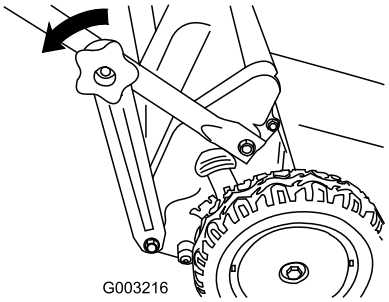

**Figuur 40**
1. Verwijder de knoppen van de onderste handgreep (Figuur 40).
2. Maak de beugels van de onderste handgreep los van het onderste uiteinde van beide zijkanten van de handgreep (Figuur 40).